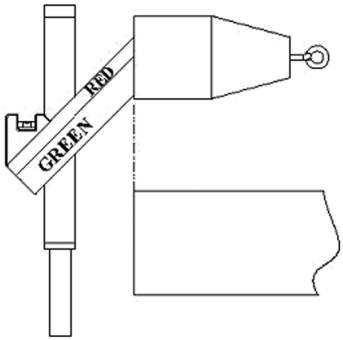

Figure 10a: Align cone with edge of mattress.
4. Position the tool so that the base of the cone is flush or even with the edge of the mattress (figure 10a).